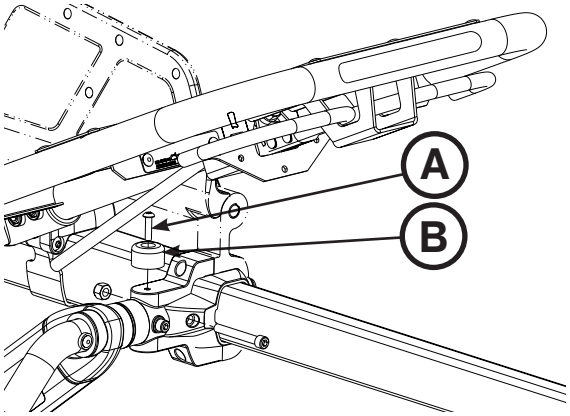

rys. 81
3. Za pomocą wkrętaka Torx T25 odkręcić śrubę z łbem półkolistym (A) oraz czarny zderzak (B) po stronie, po której przeprowadzana jest wymiana poręczy bocznej (rys. 81). Zachować śrubę i zderzak do ponownego montażu.